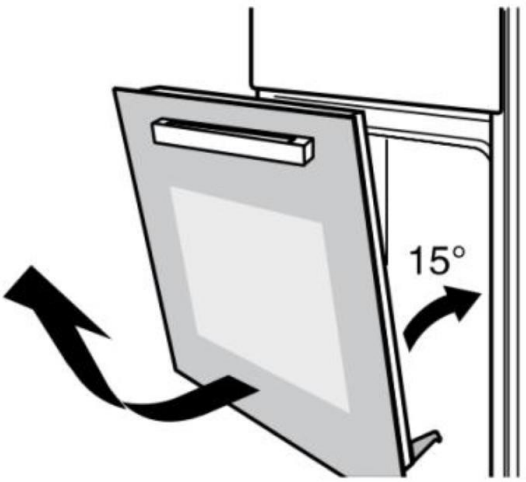

Рис.2
- Аккуратно закрывайте дверцу. Когда дверца будет открыта примерно на 15° аккуратно снимите её на себя и выньте дверцу из петель (Рис.2).